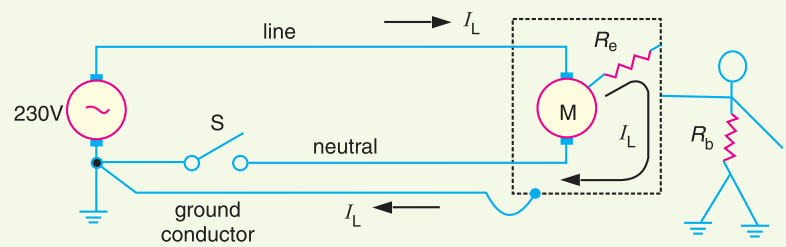

Fig. 26.4
***(iii)* Ground wire connected to enclosure.** To get rid of this problem, we install a third wire, called *ground wire,* between the enclosure and the system ground as shown in Fig. 26.4. The ground wire may be bare or insulated. If it is insulated, it is coloured green.